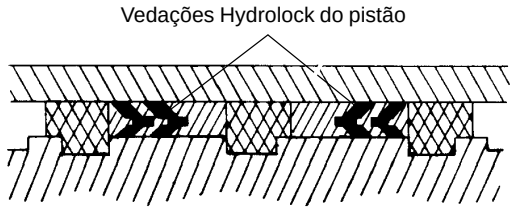

FIGURA 2-51
9. Instale os anéis de trava e as vedações hydrolock na parte externa do pistão. Consulte Figura 2-51.